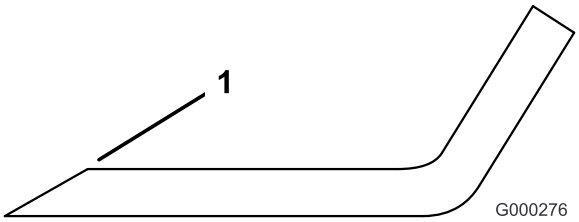

Figur 81
1. Bruk en fil til å slipe eggen i begge ender av kniven (Figur 81). Opprettholdt den originale vinkelen. Kniven opprettholder balansen hvis like mye materiale fjernes fra begge kniveggene.